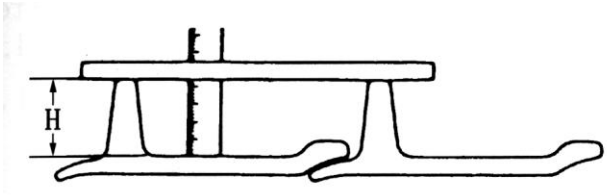

Рис. 4-49.
b) Измерение высоты грунтозацепа (Рис. 4-49~50).